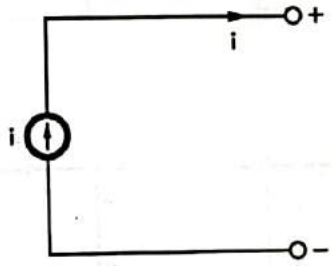

**FIG. 1.71 : SYMBOL FOR THE IDEAL CURRENT**
**(2) Ideal Current Source :**
- Ideal current source is shown in Fig. 1.71.